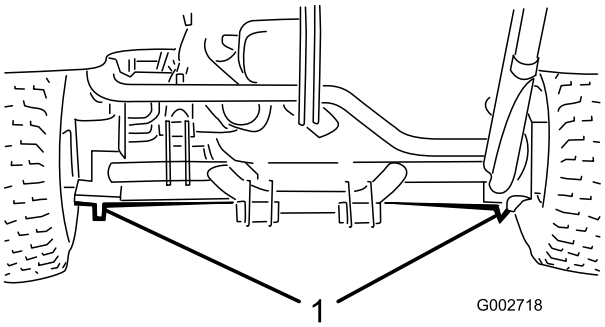

Figur 19
- På vänster eller höger sida under bakhjulsmotorn eller ramen (Figur 19).